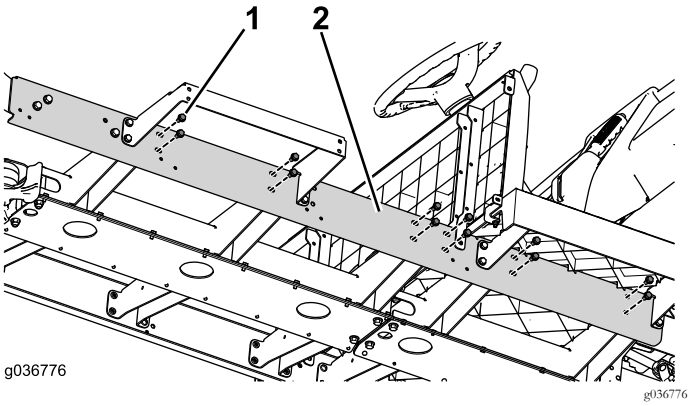

Figure 31
7. Montez les fixations du profilé restantes (Figure 31).